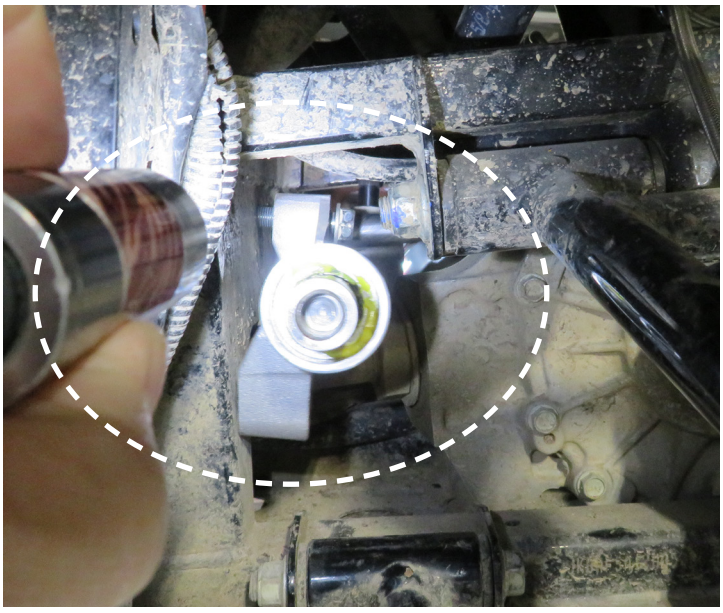

Fig.6a
7. Next shows the upper bolt being removed and also after the unit has been removed ready to replace it with your new Rack & Pinion unit. See **Fig.6a-b**.